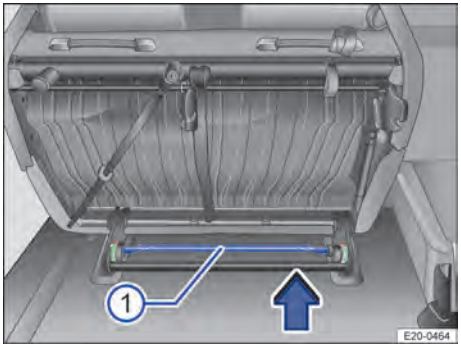
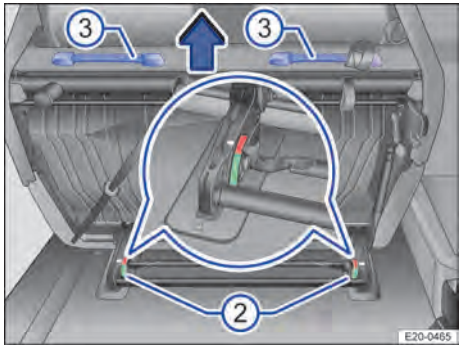

Bilde 68 Andre seterad: Ta ut toseters sittebenk.
Bilde 69 Andre seterad: Ta ut toseters sittebenk.
3. Trekk stangen → Bilde 68 ① i pilretningen til begge låseindikatorene → Bilde 69 ② er i det røde området.